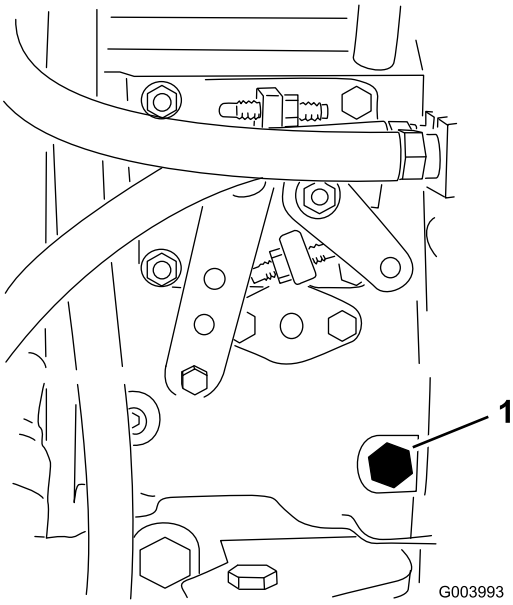

**Figuur 32**
3. Draai de ontluchtschroef op de brandstofinjectiepomp open (Figuur 32) met een sleutel van 12 mm.